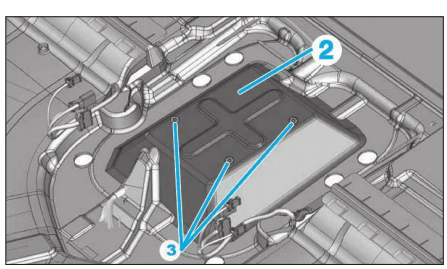

**Fig. 19**
• Déposer les écrous (3) et le couvercle (2) **(Fig.19)**